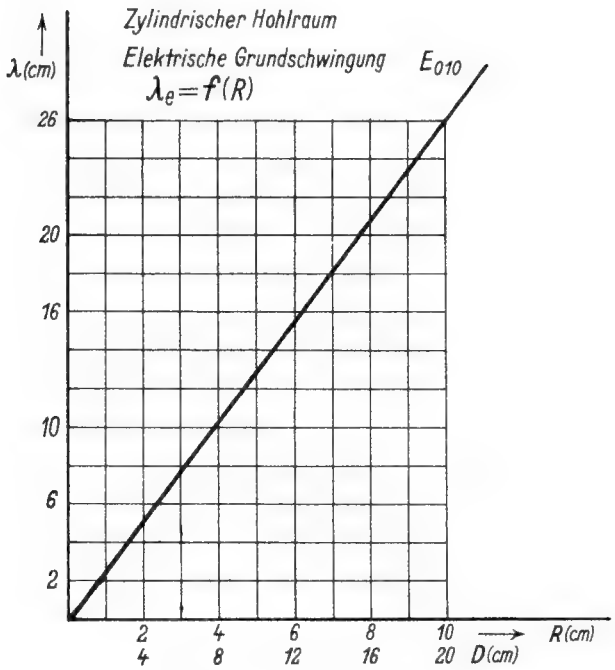

Bild 1. Die elektrische Grundschwingung E_{010} im zylindrischen Hohlraum
1. Resonanzwellenlänge λe (Bild 1)